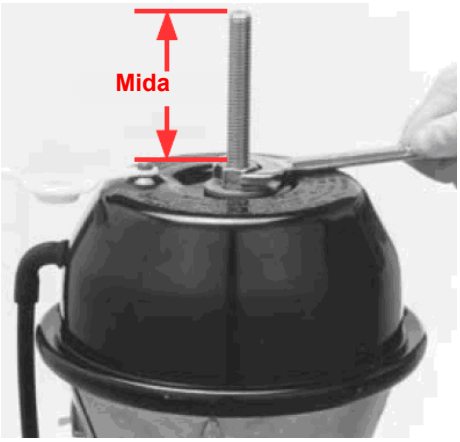

FIGURA 8-30
7. Utilice una llave de tuercas de mano de 3/4 pulg para girar la tuerca soltadora en sentido horario hasta que 8.2 cm (3.25 pulg) del largo del perno sobresalgan de la tuerca (Figura 8-30). No utilice una llave de impacto.